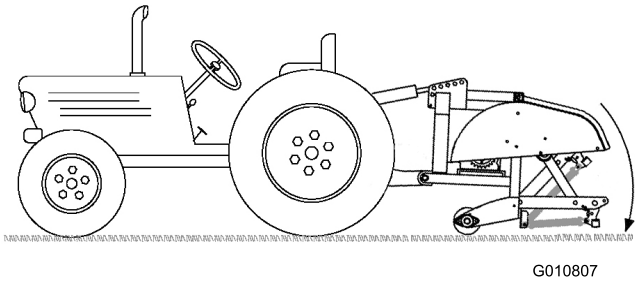

**Figur 14**
4. Sänk ned luftaren till marken och dra ut den hydrauliska topplänkens cylinder eller den övre länken helt (Figur 14).